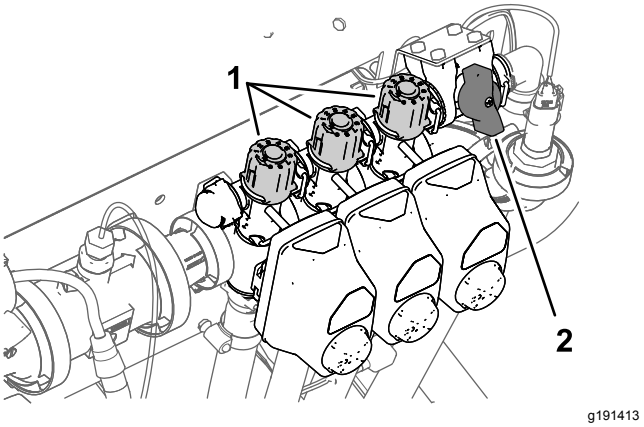

Figur 30
2. Stäng av omkopplaren för vänstersektionen och justera sektionens överströmningsvred (Figur 30) tills värdet som visas når föregående nivå i tabellen.
4. Justera den högra sektionens överströmnings-vred (Figur 30) tills värdet av föregående nivå visas, enligt tabellen.
6. Justera mittsektionens överströmningsvred (Figur 30) tills värdet som visas når föregående nivå i tabellen.